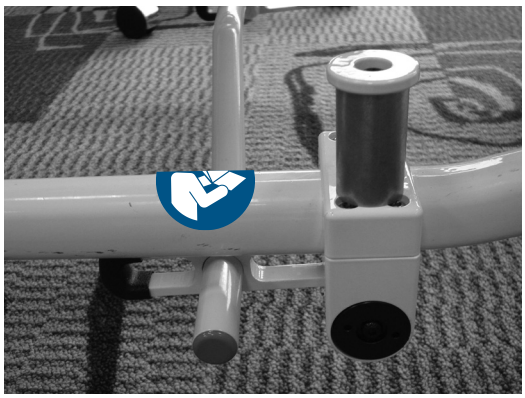

Afbeelding 40
2. Bediener 2 rolt de brancard iets naar voren totdat de voetstandaard uit zichzelf terugtrekt zoals getoond in Afbeelding 40.